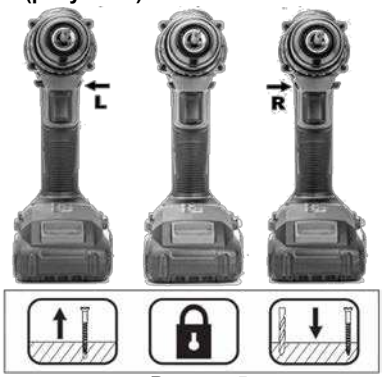

Рисунок 5
4.5 Перемикання реверсу/блокування пускової клавіши (рисунок 5)